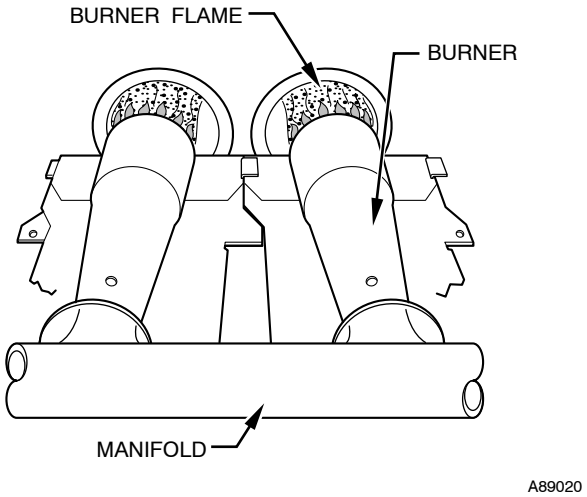

Fig. 59 - Burner Flame
i. When correct input is obtained, replace caps that conceal gas valve regulator adjustment screws. Main burner flame should be clear blue, almost transparent. (See Fig. 59.)